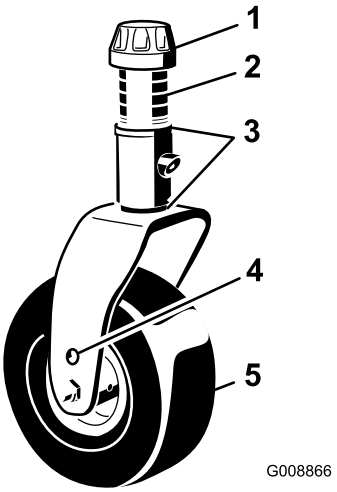

Figur 22
1. Sätt svänghjulsaxlarna i samma hål i alla hjulgafflar (Figur 22 och Figur 24). Ta hjälp av tabellen nedan för att kontrollera vilket hål som är rätt för inställningen.
2. Ta bort spännlocket från spindelaxeln (Figur 22) och skjut ut spindeln ur svänghjulsarmen. Placera de två mellanläggen (3 mm) på spindelaxeln såsom de satt från början. Mellanläggen krävs för att man ska få jämn höjd över hela klippenheternas bredd. Skjut på ett lämpligt antal 13 mm distanser på spindelaxeln för att få önskad klipphöjd. Skjut sedan på brickan på axeln.